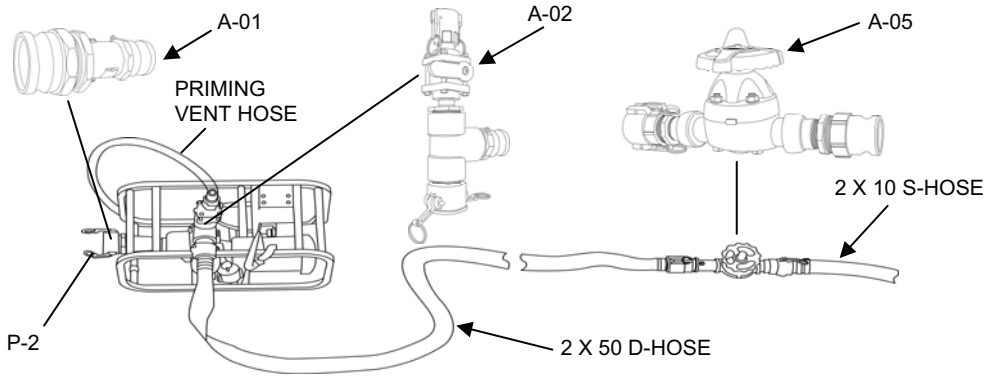
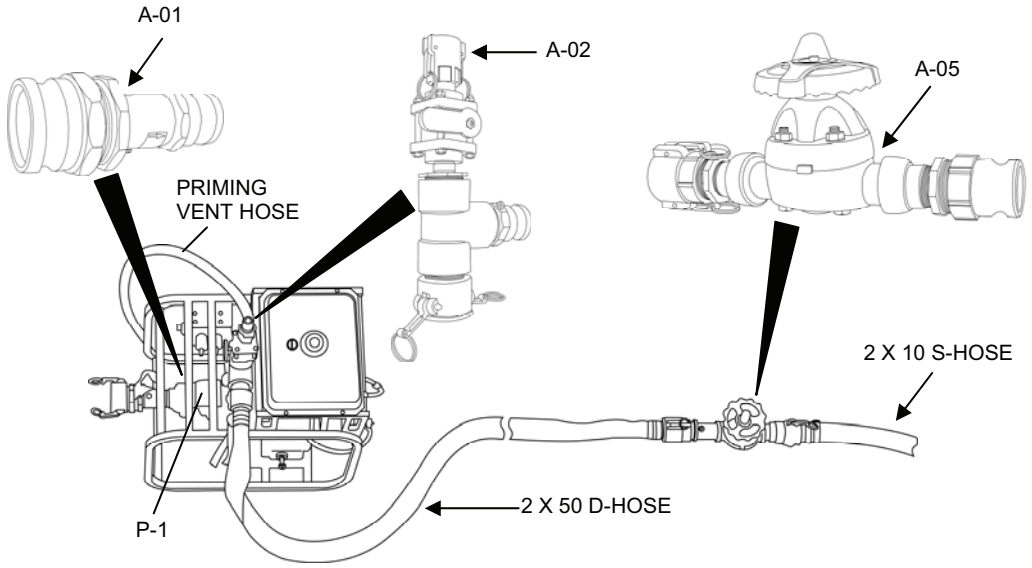

Figure 3. P-2 Pump Only Configuration Deployment.
Figure 4. P-1 Pump Only Configuration Deployment.
1. Position the raw water pump as follows (Figure 3 or Figure 4):